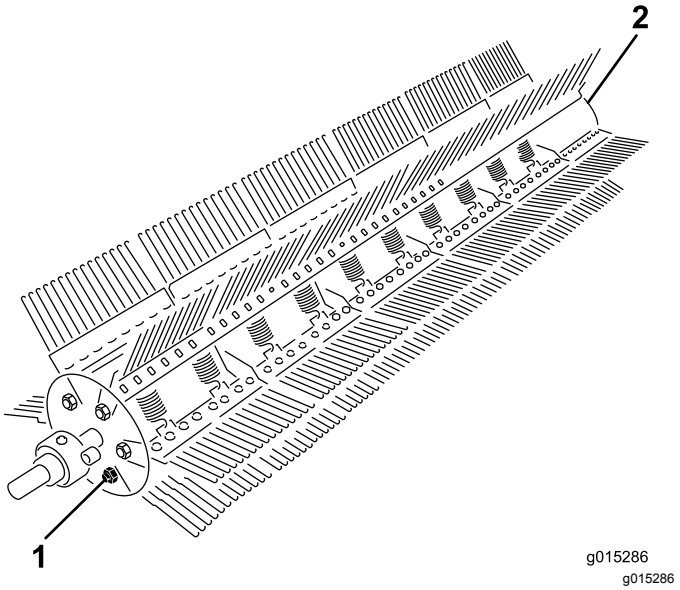

Figure 27
2. Retirez le boulon et le contre-écrou à une extrémité de la tige du cylindre (Figure 27).